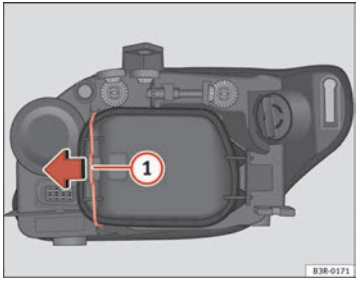

Fig. 196 Side light bulb (outside of vehicle)
- Move the brace ⇒ fig. 196 (1) in the direction of the arrow and remove the rigid cover, separating the brace side and then removing the two tabs from the other end of the cover.